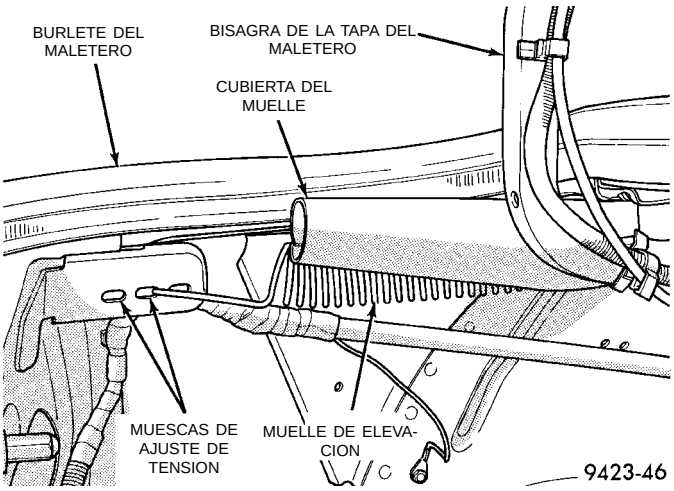

Fig. 73 Muelles de elevación de la tapa del maletero
(1) Suelte el maletero y abra la tapa.
(2) Apoye la tapa del maletero en un dispositivo de sustentación adecuado.
(3) Extraiga la cubierta partida del muelle de elevación (Fig. 73).
(4) Con un alicate común, desacople el muelle de la muesca de ajuste debajo de la canaleta lateral de la abertura del maletero.
(5) Desacople el muelle de la bisagra de la tapa del maletero.